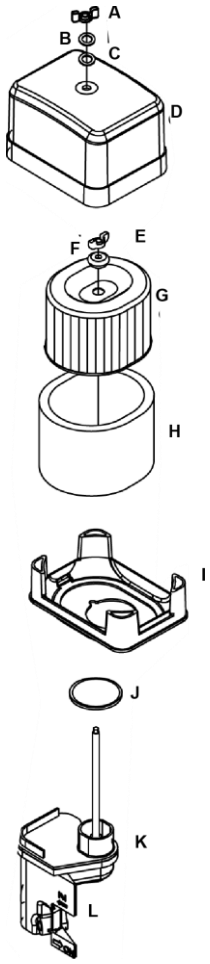

Fig. 8
1. Estrarre il dado, la rondella e la guarnizione (fig 8. A,B,C) e rimuovere il coperchio (fig. 8.D).
2. Rimuovere il dado (fig. 8.E) e la guarnizione (fig. 8.F).
3. Pulire il filtro dell'aria (fig. 8.G), prima di rimuoverlo.
4. Rimuovere ora con attenzione il filtro dell'aria (fig. 8.G) dall'elemento in schiuma (fig. 8.H).
6. Controllare l'elemento in schiuma (fig. 8.H) e pulirlo con benzina o petrolio.
7. Strizzarlo (fig. 8.H) e lasciarlo asciugare. Successivamente, bagnare l'elemento in schiuma con olio nuovo e poi strizzarlo per rimuovere l'olio in eccesso.
8. Pulire il coperchio (fig. 8.I)
9. Reinstallare l'elemento in schiuma (fig. 8.H) e il filtro dell'aria (fig. 8.G) nella loro sede e fissare entrambi saldamente.
10. Assicurarsi che tutte le parti siano installate correttamente (vedasi fig. 8).